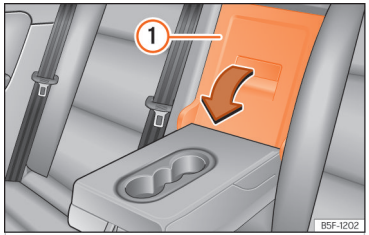

Abb. 199 An der Rücksitzlehne: Öffnung der Durchladeeinrichtung.
- Ziehen Sie den Entriegelungshebel in Pfeilrichtung und schwenken Sie den Deckel der Durchladeeinrichtung ››› (Abb. 199) (1) vollständig nach vorn.